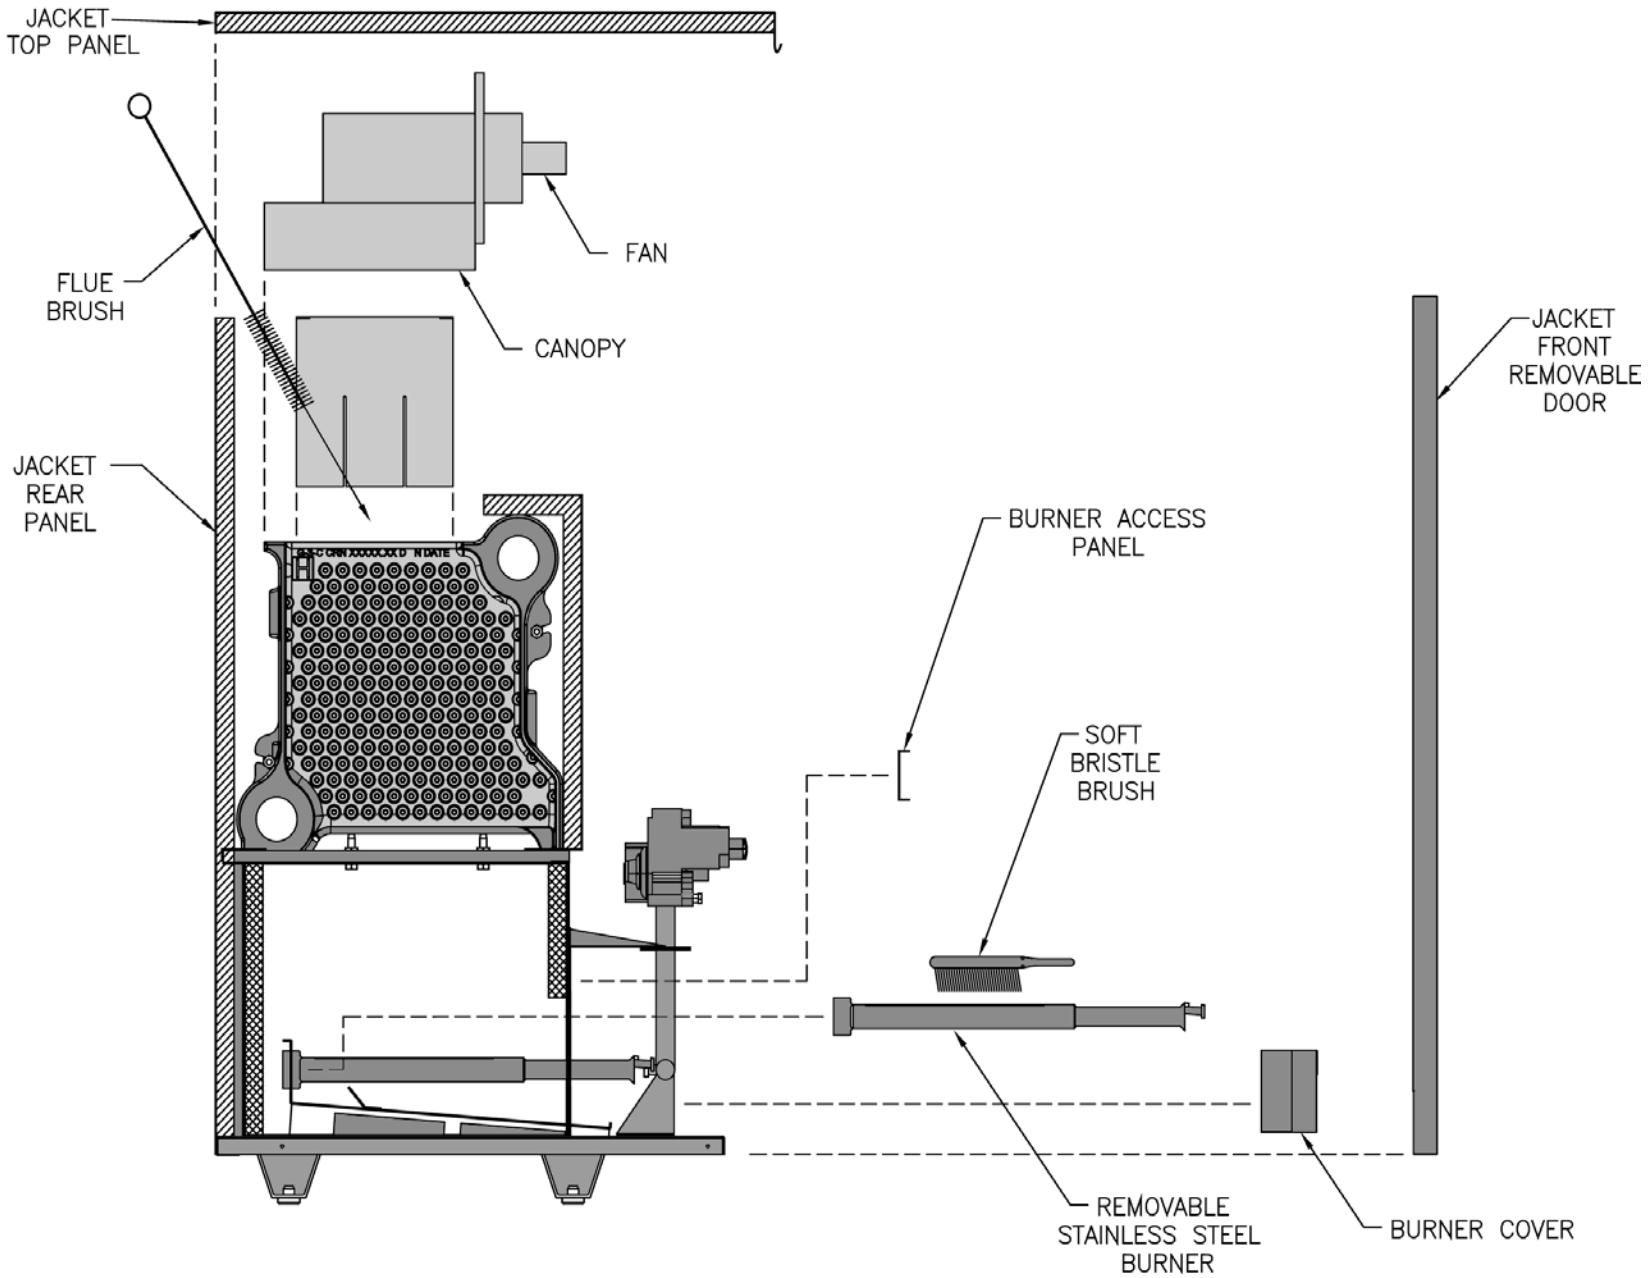

Figure 29: Flue and Burner Cleanout, 1" Burner
1. Remove Main Burners. See Figure 29.
a. Loosen the (4) screws from Canopy.
8. Inspect flue passages. Clean with flue brush. See Figure 29.
2. Clean main burners. Brush top of burners with soft bristle brush. See Figure 29. Vacuum to remove any dirt and lint.
b. Main burners must be properly secured in burner tray slot at rear of firebox and over gas orifice. See Figure 29.